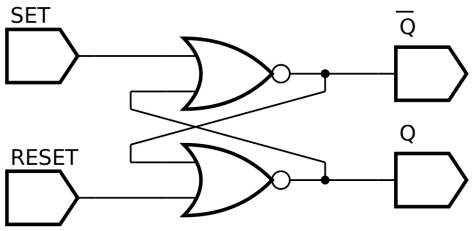

Figura 9.4 – Diagrama esquemático.
4. Utilize um programa de simulação em computador (SmartSim, Atanua, Qucs) faça a simulação do circuito da figura 9.4. Compare os resultados com a tabela 9.4 ou 9.5.